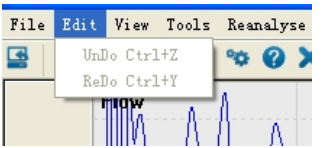

Abb. 5-4-2
2. Es gibt zwei Menüoptionen im Menü „Edit“. „Undo Ctrl+Z“ und „Redo Ctrl+Y“ (wie Abb. 5-4-2). Klicken Sie die Optionen zum zurückgängig machen und wieder herzustellen der Wellenformmarkierungen